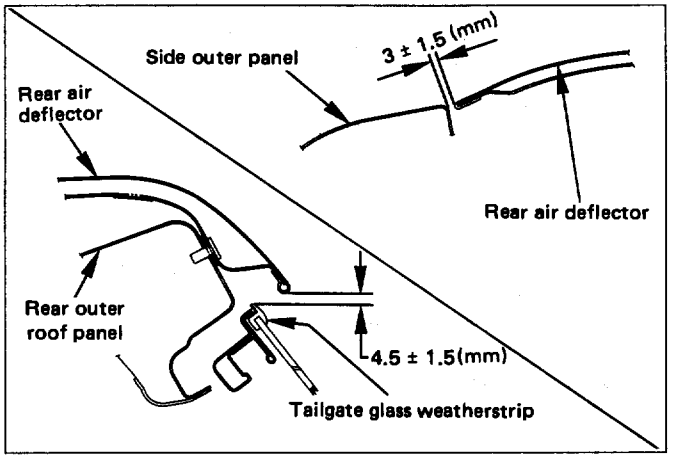

Fig. 10-251
3. Install the air deflector to the roof by referring to the specified values shown in the illustration (Fig. 10-251).